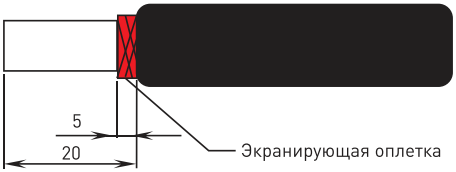

Рисунок 10
6.1. Разрезать и снять оболочку кабеля на длине 20 мм. Экранирующую оплетку необходимо подрезать (но не распускать), оставив не более 5 мм (рисунок 10).